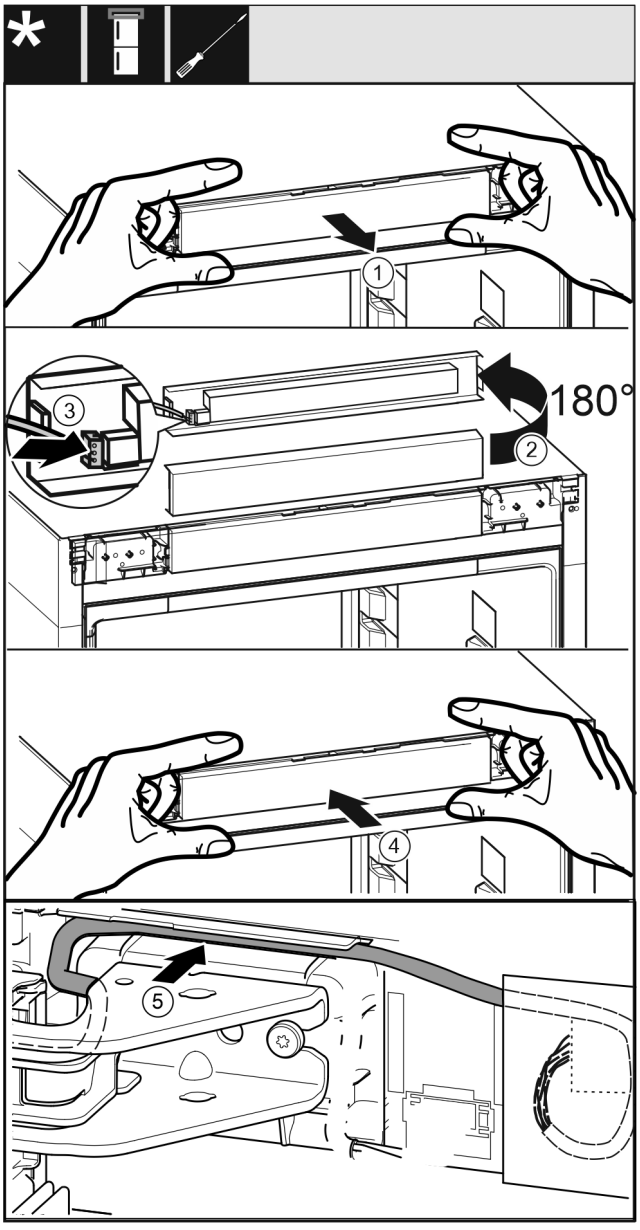

*Fig. 39*
- ▶ Bedieningspaneel *Fig. 39 (1)* voorzichtig wegtrekken.
- ▶ Bedieningspaneel *Fig. 39 (2)* 180° naar boven draaien.
- ▶ Stekker *Fig. 39 (3)* op het bedieningspaneel vastklikken.
- ▶ Bedieningspaneel *Fig. 39 (4)* weer op het apparaat vastklikken.
- ▶ Kabel *Fig. 39 (5)* voorzichtig in de geleiding boven het bovenste lagerbok leggen.